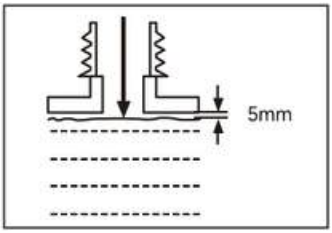

Abb. 7
4. Gießen Sie die geeignete Menge Kraftstoff in den Tank. Lassen Sie mindestens 5 mm Abstand zwischen dem Kraftstoffspiegel und dem inneren Rand des Tanks, damit sich der Kraftstoff ausdehnen kann (Abb. 7).